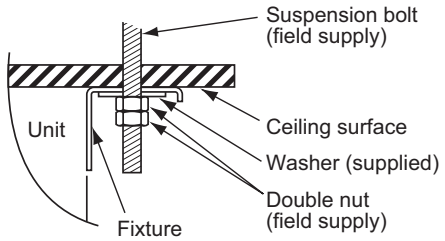
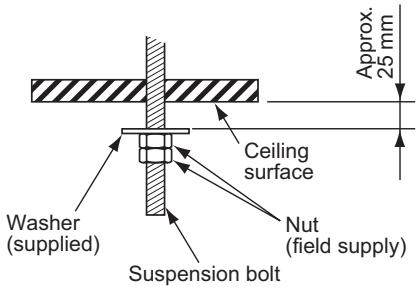

Fig. 2-83
Fig. 2-85
(6) Carry out the preparation for suspending the indoor unit. The suspension method varies depending on whether there is a suspended ceiling or not. (Figs. 2-83 and 2-84)
(7) Suspend the indoor unit as follows:
a) Mount 1 washer and 2 hexagonal nuts on each suspension bolt (Fig. 2-85).